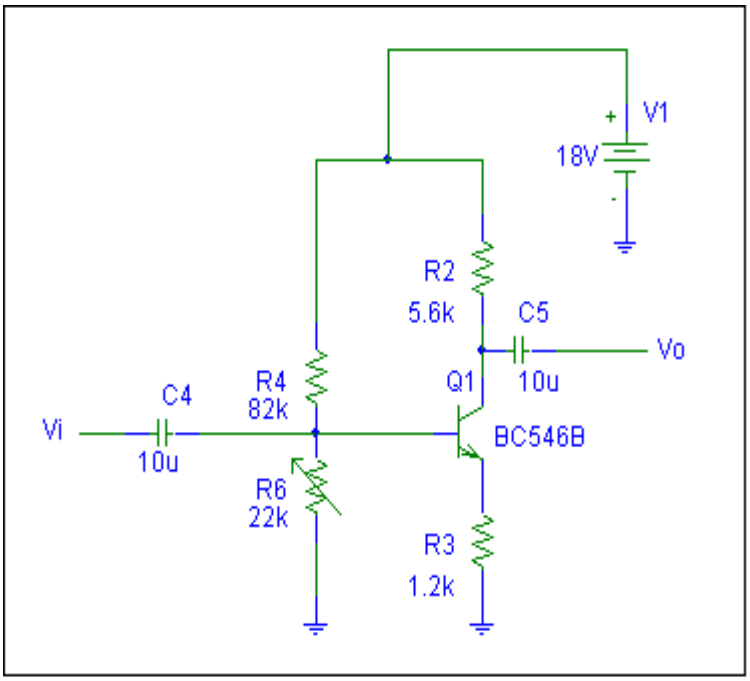

Figur 1. Transistorkobling
A. Ta for deg koblingen i figur 1 og svar på følgende